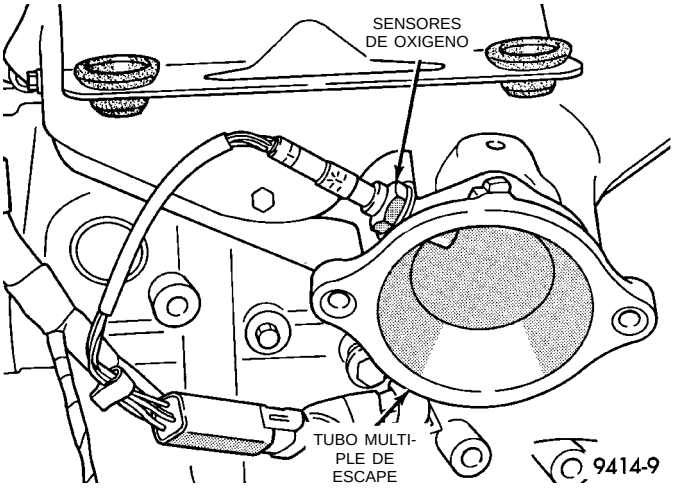
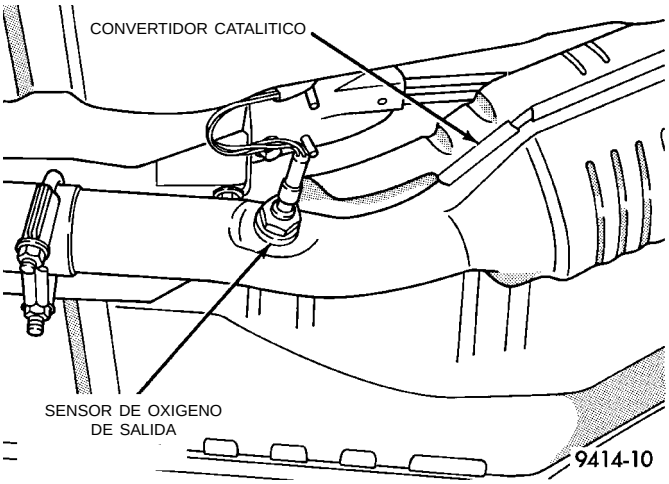

Fig. 73 Sensor de oxígeno calefaccionado de entrada
Fig. 74 Sensor de oxígeno calefaccionado de salida
(22) Inspeccione las conexiones eléctricas de los sensores de oxígeno calefaccionado de entrada y de salida (Fig. 73) y (Fig. 74).